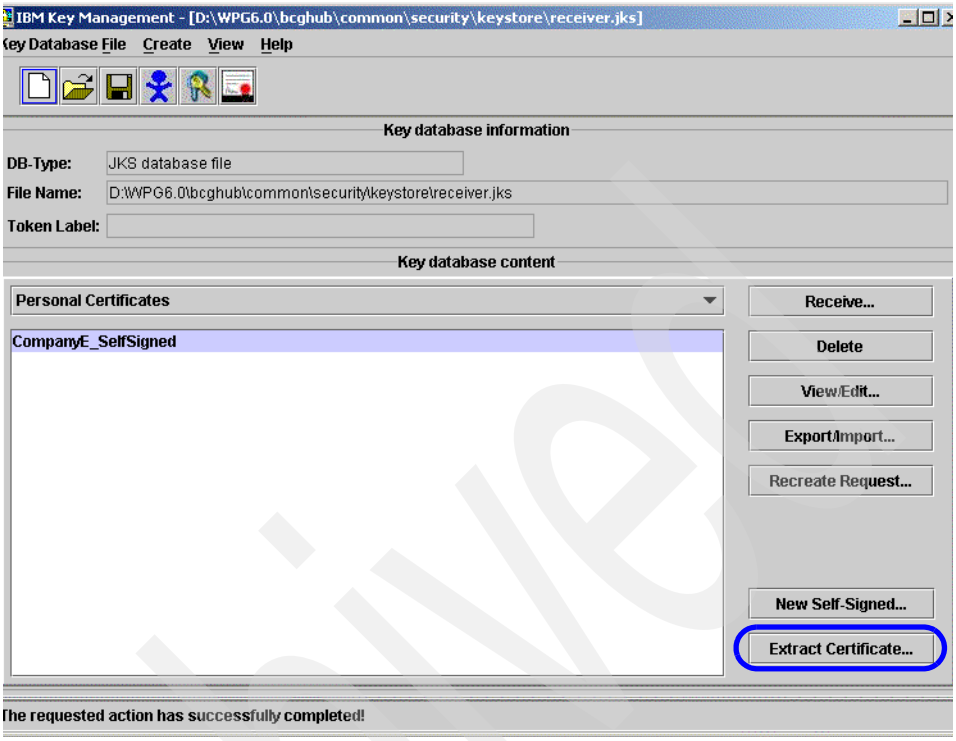

Figure 8-7 Extract certificate of key store (1 of 2)
Next we must extract a public certificate from the new self-signed certificate. The WebSphere Partner Gateway Advanced server of Company A uses this public certificate to encrypt messages that are sent to theWebSphere Partner Gateway Enterprise of Company E. This means that at some point we need to upload this public certificate to the server of our partner. Because only the owner of the private key, Company E, can decrypt the messages sent by Company A, we know then that confidentiality is assured (Figure 8-7 on page 215).
1. In the IBM Key Management window (Figure 8-7 on page 215), click **Extract Certificate**.